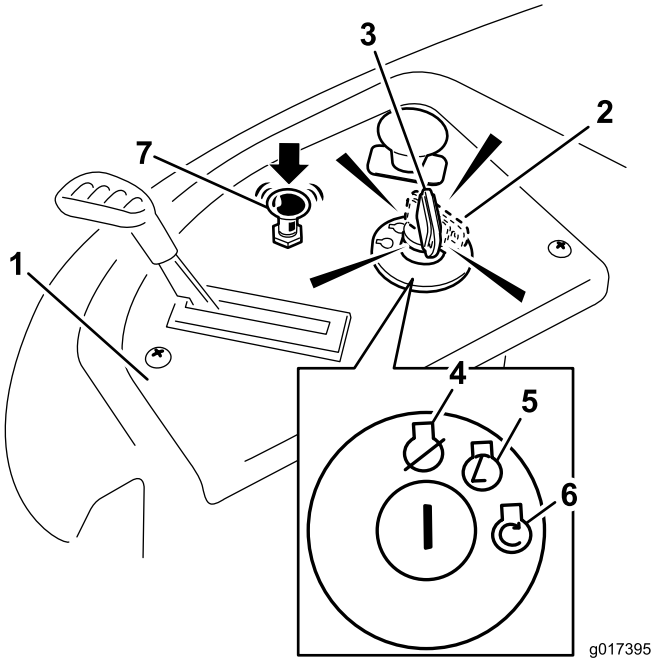

Figur 14
4. Vrid tändningsnyckeln till Start för att sätta igång motorn. Släpp nyckeln när motorn startar (Figur 14).
5. Tryck ned chokereglaget när motorn har startat (Figur 14). Dra upp chokereglaget om motorn stannar eller hackar och låt motorn gå några sekunder. Tryck sedan ned chokereglaget. Upprepa vid behov.
3. Vrid tändningsnyckeln till det avslagna läget (Figur 14) och ta ut nyckeln.